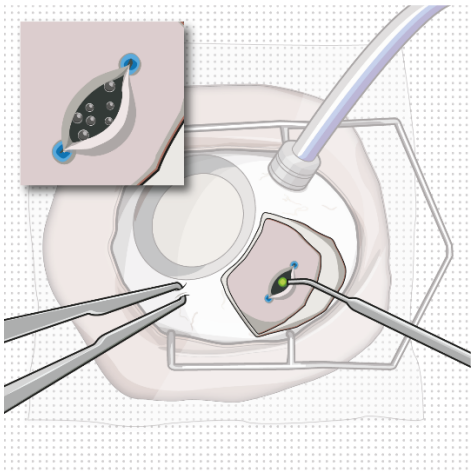

Figure 32
- Using a 532 nm laser endoprobe, apply contiguous, overlapping laser spots starting at 300 mW 1000 ms along the full length of the exposed pars plana (Figure 32). Repeat until complete ablation is achieved.